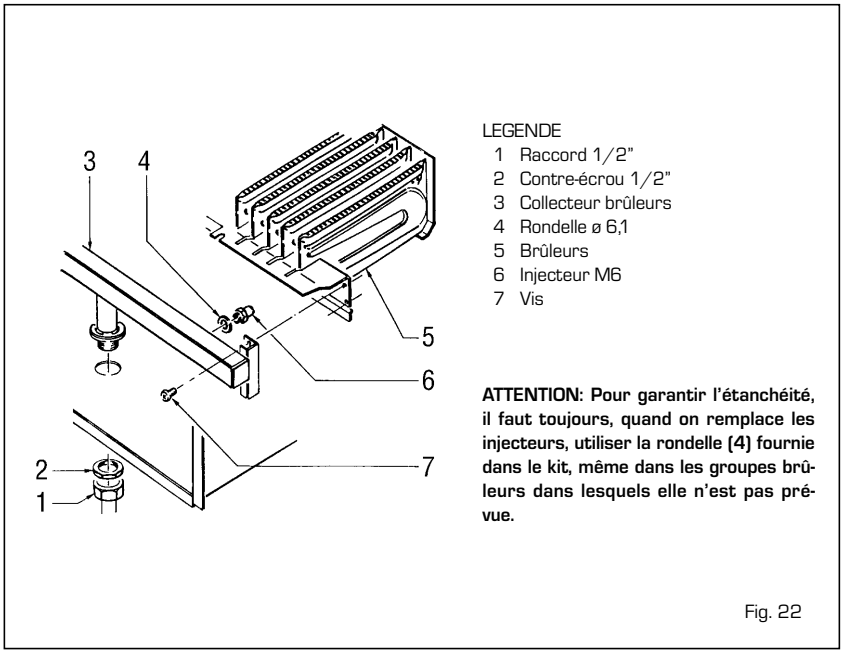

Fig. 22
4.5 TRASFORMATION GAZ (fig. 22)
Pour le fonctionnement au gaz G30-G31, la chaudière est fourni avec un kit nécessaire pour la trasformation. Pour passer d'un gaz à un autre, il faut agir comme suit (fig. 22):